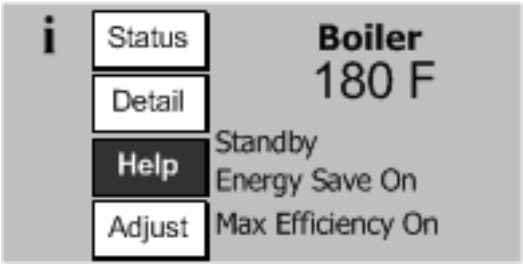

Figure 11.2c: Home Screen with Active Fault
13) If there is a problem that appears before the first try for ignition, or if the boiler fails to light after four tries for ignition, the blinking red screen with "HELP" highlighted on the Home screen (Figure 11.2c). Touching this "HELP" button will take the user to the Diagnostics menu where the cause of the problem can usually be found by pressing the flashing button on each successive screen. For more information, see Operation Manual.